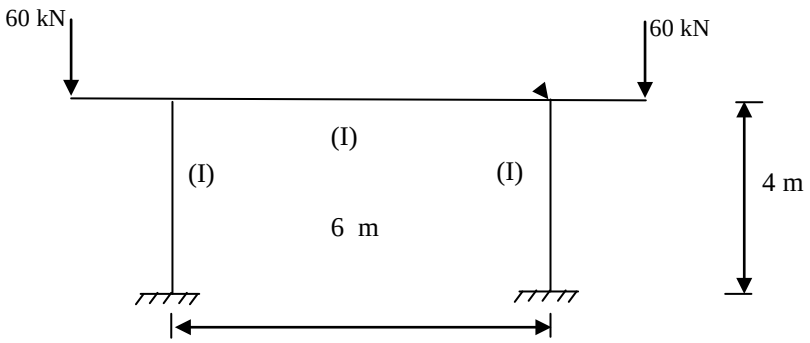

Fig.1
Q.3 Analyse the frame shown in the fig.1 using symmetry. Take I=4.5 x 10^4 m^4 and E= 200 kN/mm^2.Take over hangs of 2 m. **14**